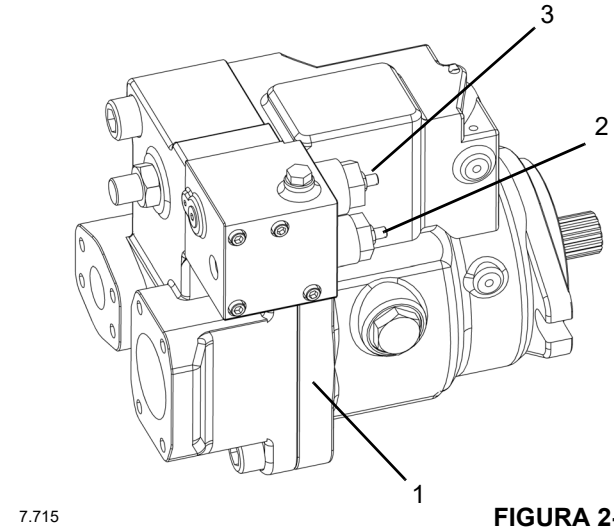

FIGURA 2-18
O controle de reserva do sensor de carga (LS), (2, Figura 2-18), faz a correspondência entre a vazão da bomba e a demanda do sistema. O controle do LS detecta a demanda de vazão do sistema como uma queda de pressão em uma ECV (válvula de controle externo). Conforme a ECV abre e fecha, a diferença de pressão na válvula muda. Abrir a ECV diminui a diferença de pressão e fechar a ECV aumenta a diferença de pressão. Então, o controle do LS aumenta ou diminui a vazão da bomba para o sistema até que a diferença de pressão se torne igual ao ajuste do LS. A vantagem do sistema de controle do sensor de carga é que apenas a vazão necessária para fazer o trabalho é bombeada através do sistema. Isto aumenta a eficiência e reduz a temperatura do sistema.
- Um valor máximo ajustável pela seção de Compensação de pressão (PC), (3, Figura 2-18) de controle da bomba.